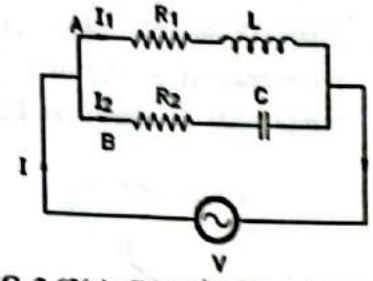

FIG. 2.63(a) : PARALLEL A.C. CIRCUIT WITH TWO BRANCHES
- Consider the circuit as shown in Fig. 2.63(a).